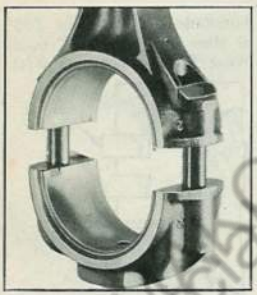

Fig. 25 Bearing Installation
1. Connecting rods are usually stamped with cylinder number in which they were installed. This number appears on lower end of rod and cap near clamp bolt as shown in Fig. 25. If number is not visible, use a numbering stamp to positively identify rod before removal. Do not file or cut marks in rod.
3. Place connecting rod in position on crankpin and assemble cap to rod. Be certain locking notches in cap and rod are at same parting line (Fig. 25).